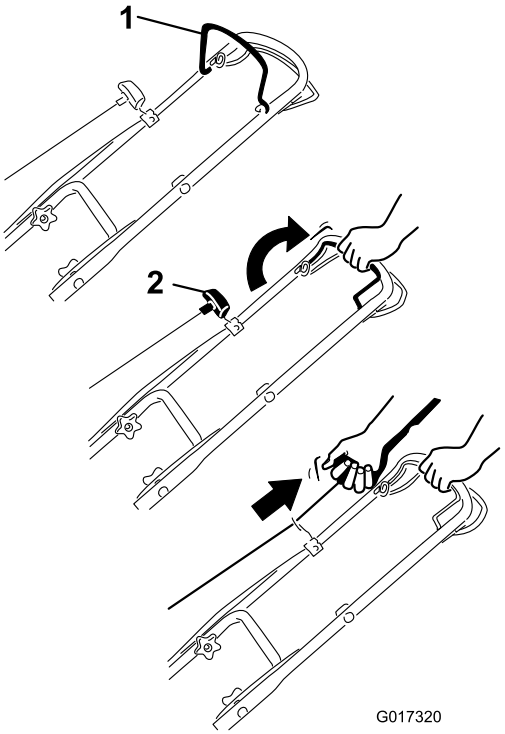

Figure 11
1. Maintenez la barre de commande de la lame contre le guidon (Figure 11).
2. Tirez lentement la poignée du lanceur jusqu'à ce que vous sentiez une résistance, puis tirez vigoureusement. Laissez le lanceur se rétracter lentement jusqu'à la poignée (Figure 11).